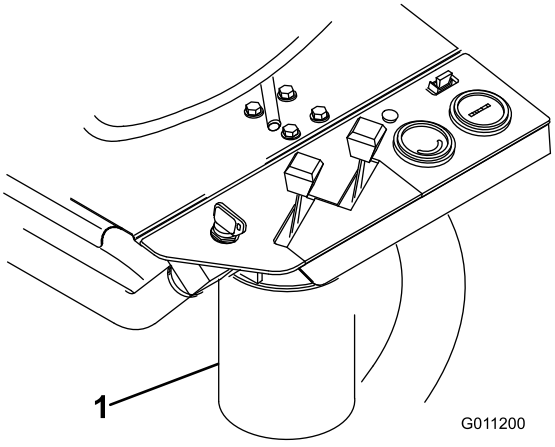

Figur 51
2. Rengjør området rundt der filteret skal festes (Figur 51). Plasser et tappefat under filteret, og ta ut filteret.